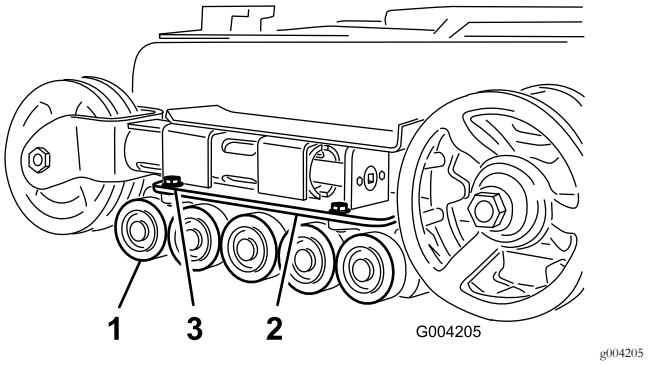

Figur 51
2. Ta bort de fyra skruvarna som fäster respektive nedre larvbandsstyrning som innehåller väghjulen, och ta bort hjulen (Figur 51).